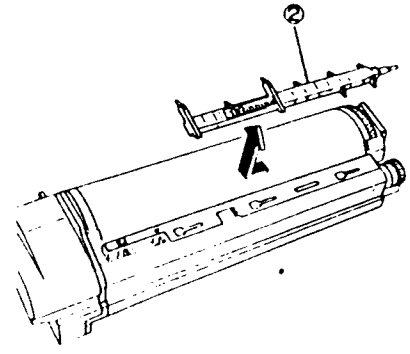

Рис. 2
②. Рис. 2): Снимите узел пальцев с держателя, сдвинув его к переднему торцу фоторецептора.